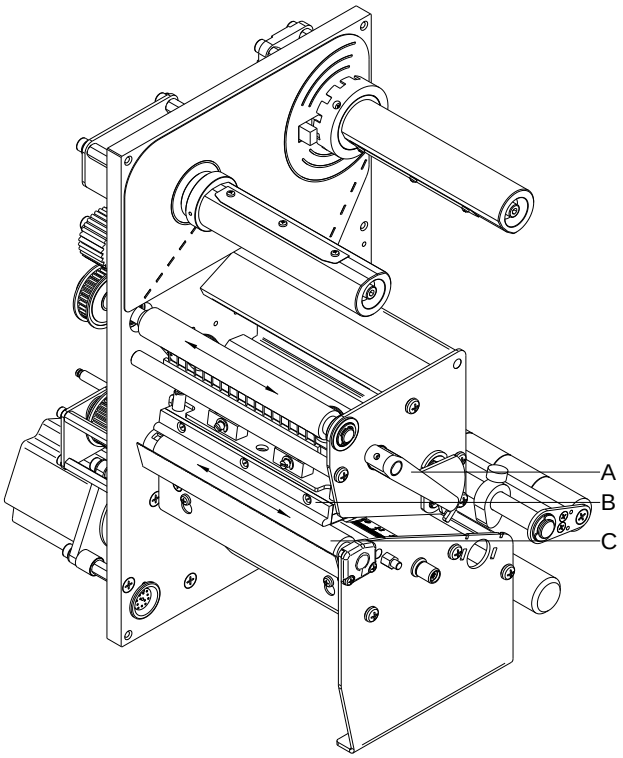

Figura 13
2. Ruotare la leva (A, in Figura 13) in senso antiorario per sollevare la testina di stampa.
7. Per abbassare la testina di stampa, ruotare in senso orario la leva (A, in Figura 13) a pressione fino all'arresto in posizione.